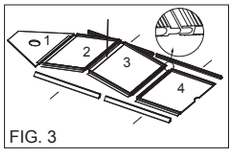

FIG. 3
5. Align the protrusion of Board 1 with slot on Board 2 and push the two pieces together. Align the protrusion of Board 3 with slot on Board 4 and push the two pieces together. (FIG. 3) For wood floors, use the board slots to connect the two boards.
6. Lifting up Boards 2 and 3, align the protrusion of Board 2 with slot of Board 3 and push the two boards down making them flush. (FIG. 3)